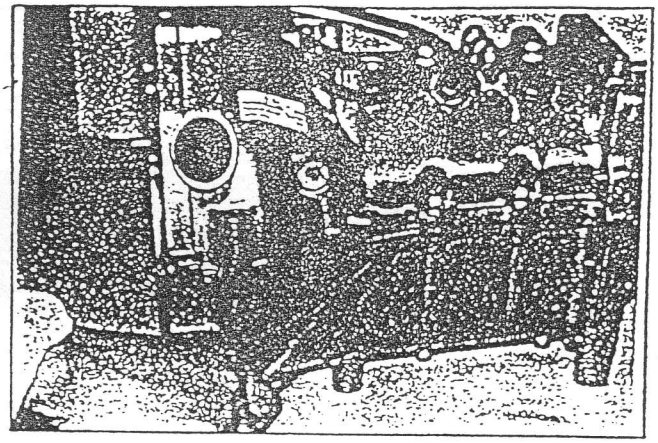

Fig. 13-5-1
3) Desmonte los pernos que unen la caja de extensión a la caja de velocidades, y el perno de la cabeza de cambio de marcha atrás (1). Desmonte luego la caja de extensión.
4) Desmonte los pernos que mantienen unidas las dos mitades superior e inferior, separe ambas y extraiga el conjunto de eje principal. Para separar ambas cajas, se podría apalancar con una barra de acero de forma similar a un destornillador, según se observa en la Fig. 13-5-1.